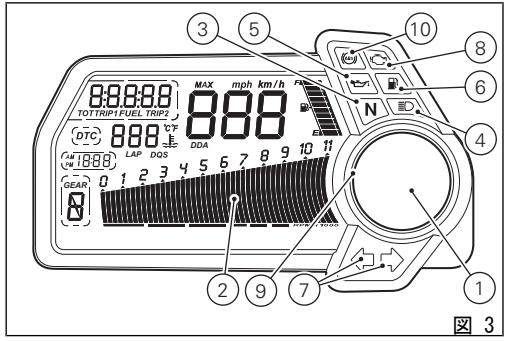

図 3
10) ABS ランプ (ABS) (琥珀色) (図 3)。